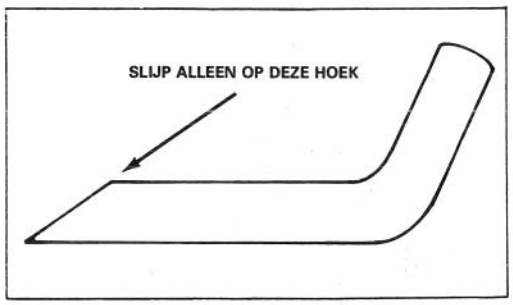

Afbeelding 17
6. SLIJPEN VAN HET MES — Slijp de bovenkant van het mes met een vijl en behoud ole oorspronkelijke snijhoek (Afb. 17). Het mes blijft in balans, wanneer van beide snijkanten eenzelfde hoeveelheid wordt weggeslepen.